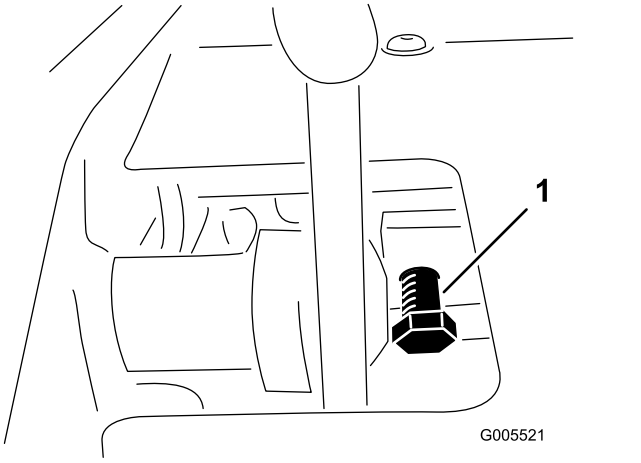

Figur 55
1. Løsne låsemutteren på pedallåsebolten (Figur 55).